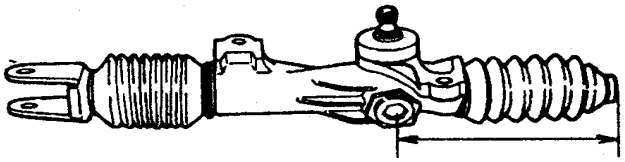

Fig.3.6-7
2) Rotate the gear shaft to adjust the length of the pinion to reach the indicated value in Fig.3.6-7, set the steering pinion at the straight driving position.